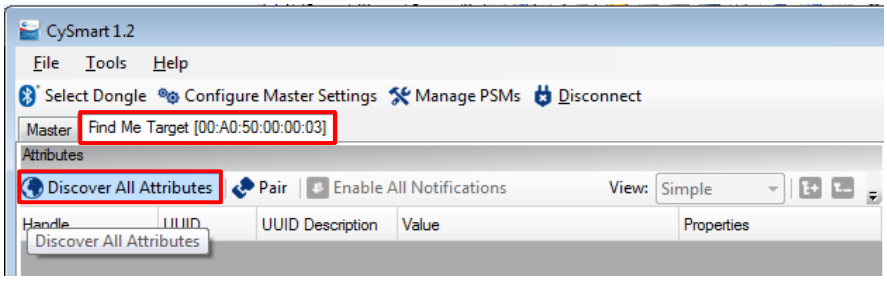

図 59　　CySmart での属性検出
- 図 59 に示すように、接続後、**Find Me Target** デバイスタブに切替え、CySmart ホストエミュレーション ツールで開発するデザインのすべての属性を検出します。